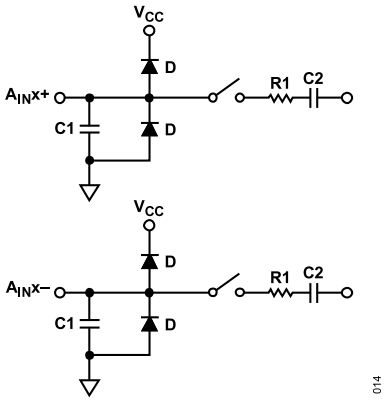

Figure 30. Equivalent Analog Input Circuit, Conversion Phase—Switches Open, Track Phase—Switches Closed
Figure 30 shows the equivalent circuit of the analog input structure of the AD4680/AD4681. The four diodes (D) provide ESD protection for the analog inputs. Ensure that the analog input signals never exceed the supply rails by more than 300 mV. Exceeding the limit causes these diodes to become forward-biased and start conducting into the substrate. These diodes can conduct up to 10 mA without causing irreversible damage to the device.
The C1 capacitors in Figure 30 are typically 3 pF and can primarily be attributed to pin capacitance. The R1 resistors are lumped components made up of the on resistance of the switches. The value of these resistors is typically about 200 Ω. The C2 capacitors are the sampling capacitors of the ADC with a capacitance of 15 pF typically.